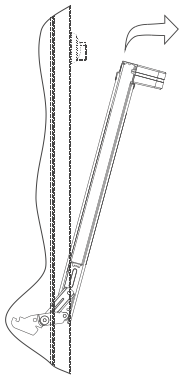

рис. 14
3. Прикрыть дверцу (рис. 14);
■ Для замены сопла горелки гриля или горелки пода (см. рис. 14, 15) необходимо отвинтить два винта крепления скобы держателя сопла, вытянуть скобу с соплом из горелки (на себя). Отверткой отсоединить крепление от скобы и заменить сопло.